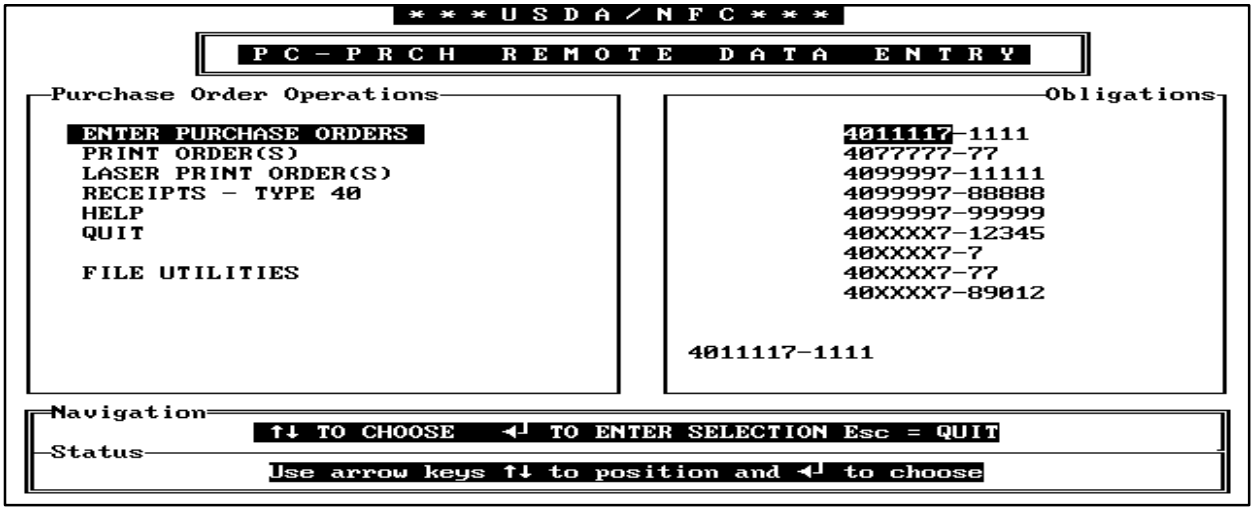

Figure 24. Previously Entered Orders Screen
Key in the order number, or press [Enter] at the Enter Order Number field, then any key to display a list of previously entered orders (**Figure 24**). Use the [↑] and [↓] keys to locate the appropriate order number and press [Enter]. The Screen Menu (**Figure 25**) is displayed on the right side of the screen. To select the applicable screen, use the [↑] and [↓] keys and press [Enter]. To view the next screen, press [Enter]. To return to the Screen Menu, press [F10].
• To view and select an order to delete from a list of previously entered orders (**Figure 24**), press [Enter] at the Enter Order Number field and then any key. Use the [↑] and [↓] keys to select the order number you want to delete and press [Enter]. To confirm the delete action, the order number and the word *DELETED* is displayed at the bottom of this list. To return to the Access Menu, press [Esc].